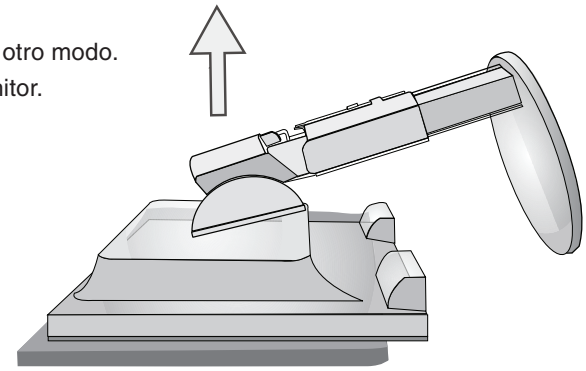

Figura S.3
5. Retire el soporte (**figura S.3**).